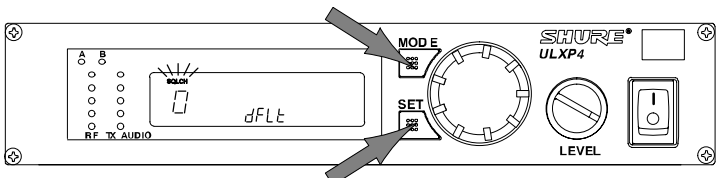

FIGURA 41
1. Tenete premuto il pulsante SET e premete due volte quello MODE. "SQLCH" lampeggia sul display, come illustrato in Figura 41.